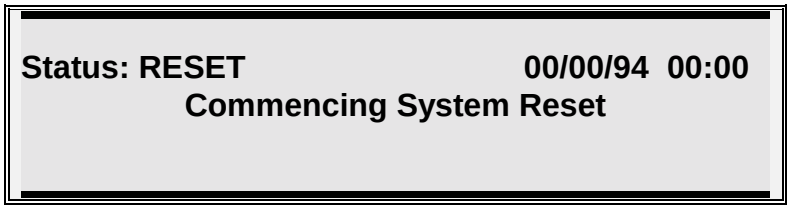
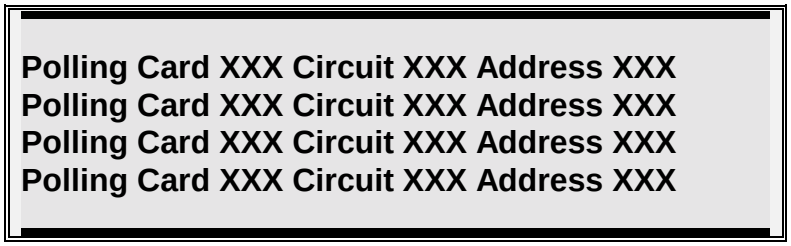
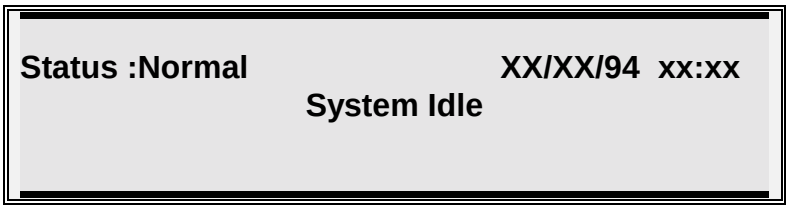

Figure 2A
Figure 3C
Figure 4
2. Wait the required 15 seconds. [Power ON] LED is flashing. Commencing System Reset screen is displayed (see Figure 2A).
5. After a 15 second delay, the system commences a hardware restart. Modules and devices are being read and will scroll up on the display, Figure 3C. Next the System RESET screen is shown, Figure 2A. Then the "System Idle" screen is displayed, Figure 4.
After the initial system startup or system re-configuration is completed, the display will show the current date (month/day/year) and time (military), see Figure 4.